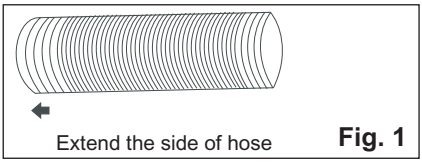
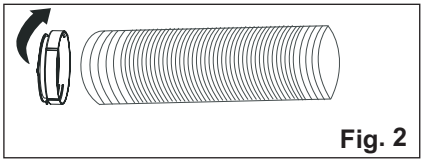

Fig. 1
Fig. 2
1. Extend either side of the hose (Fig. 1) and screw the hose to adaptor A (Fig. 2).